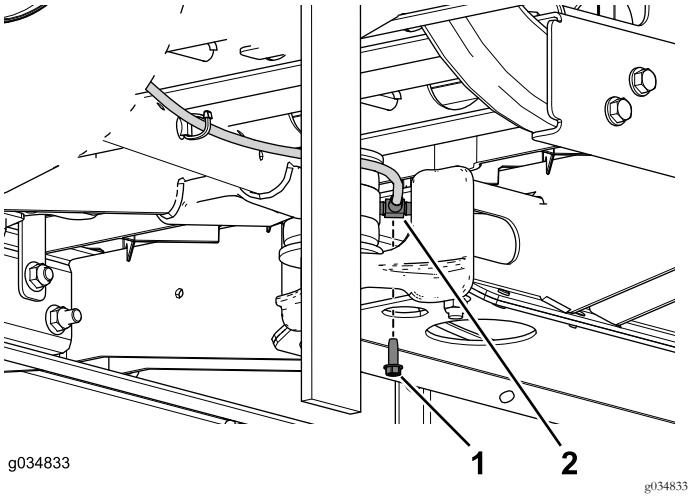

Figuur 66
6. Verwijder de zelftappende schroef waarmee de T-fitting aan het middelste kanaal is bevestigd (Figuur 66).